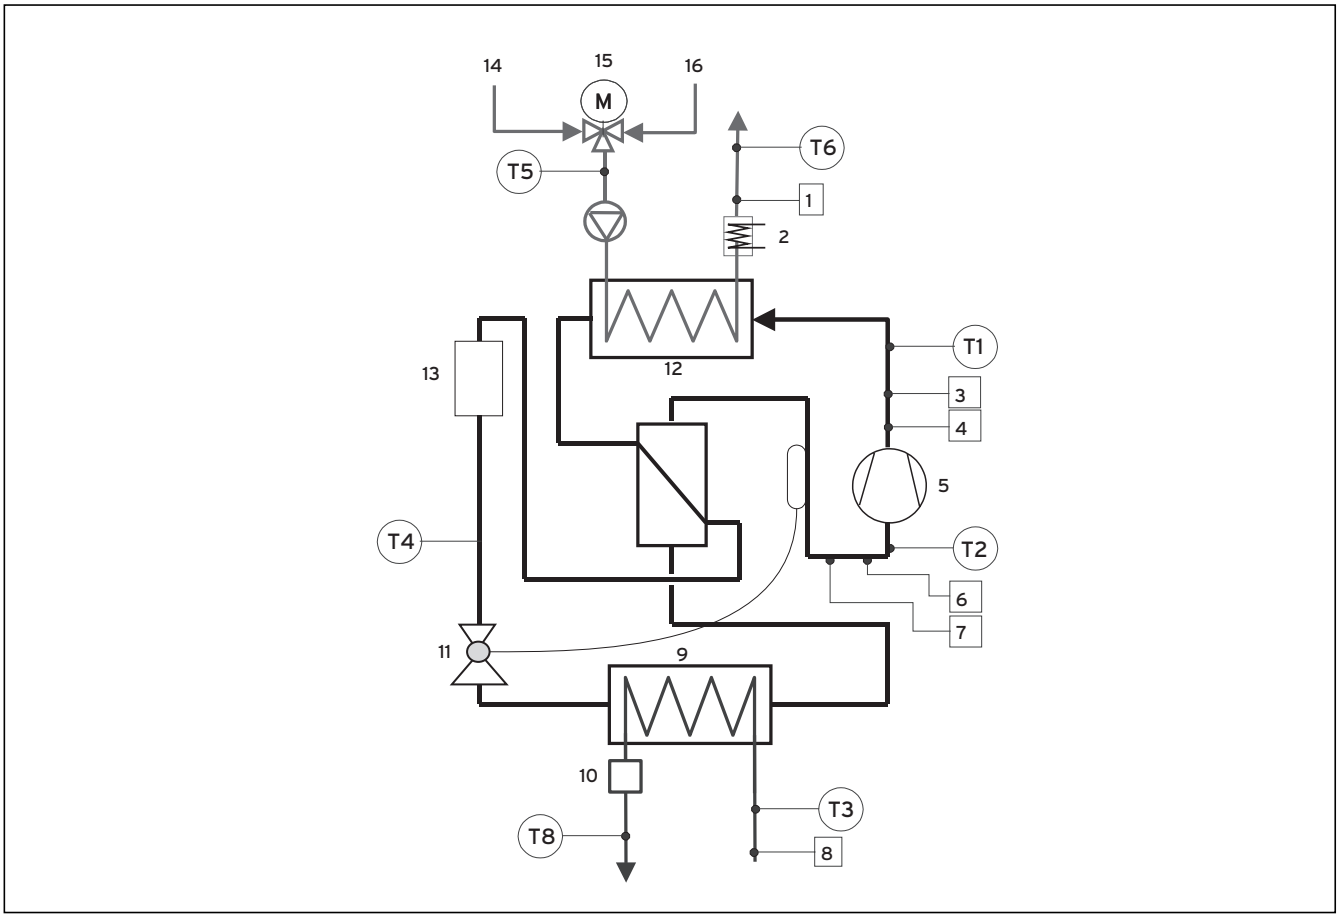

**Afb. 2, Bijlage, warmtepompschema VWW**
**Legenda bij afb. 2, Bijlage**